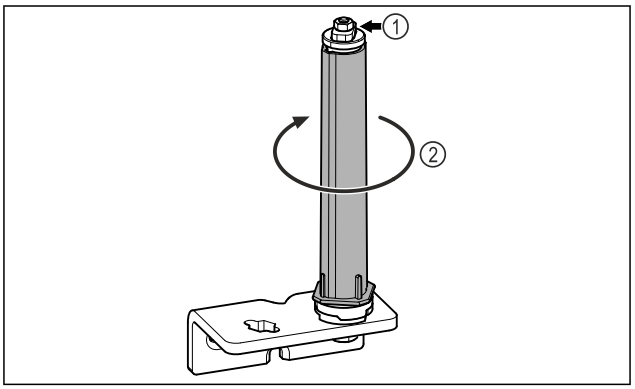

Fig. 13
▶ Deursluitsysteem *Fig. 13 (1)* niet demonteren.
▶ Sluitsysteem *Fig. 13 (2)* draaien, tot deze vastklikt.